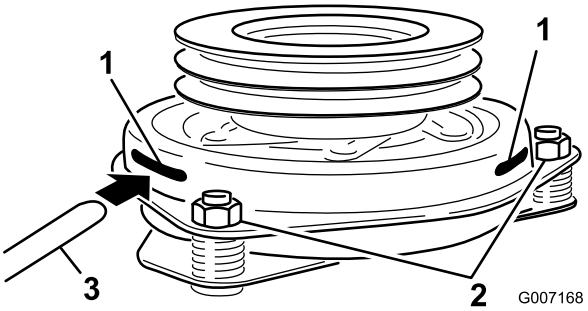

Figur 66
2. Bolte (2) og møtrikker til koblingsarmen
8. Før en søger på 0,381-0,533 mm gennem en inspektionsåbning i enhedens side. Sørg for, at den er placeret mellem armaturet og rotorens friktionsoverflader (Figur 66).
9. Tilspænd låsemøtrikkerne, indtil søgeren binder let, men stadig let kan flyttes inden for gnistgabet (Figur 66).